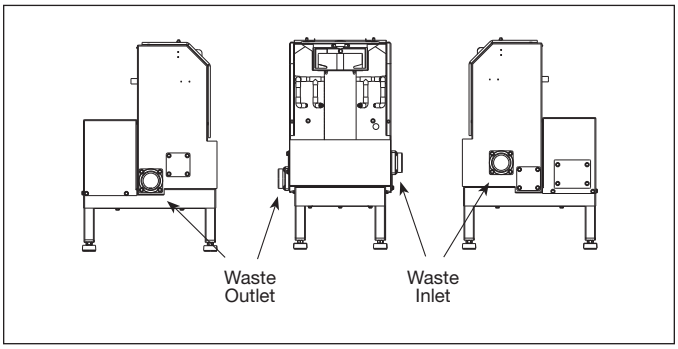

Figure 18.
A. Remove four screws holding inlet fitting and gasket in position (see Figure 18).
B. Remove four screws holding the cap and gasket in position (see Figure 18).
Connect a 2" drain line to the Waste Xpress waste outlet as specified per local codes (see Figure 18 for water outlet location).
- Remove the four screws holding the cap and gasket in position (see Figure 18).